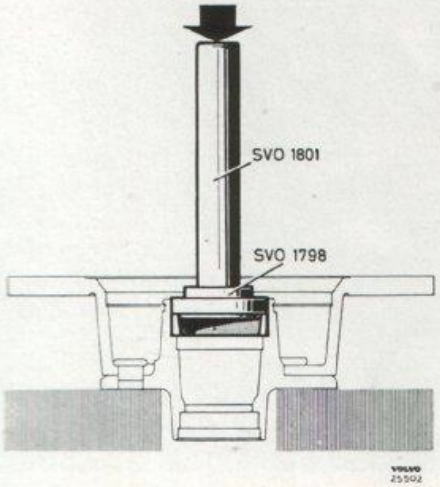
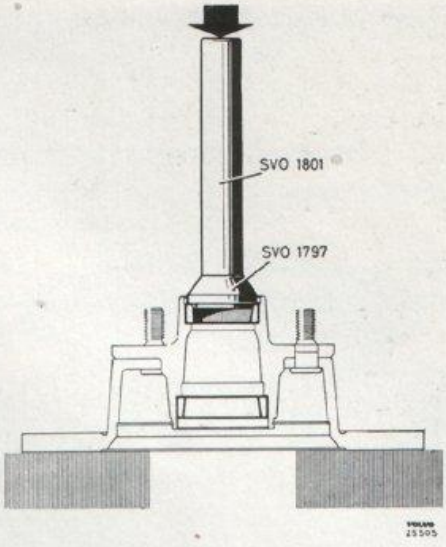

Bild 6-11. Montering av inre lagerring
Bild 6-12. Montering av yttre lagerring
7. Pressa i de nya lagerringarna. Förutom standardskaft SVO 1801 användes för inre lagrets ring dorn SVO 1798 (bild 6-11) och för yttre lagrets ring dorn SVO 1797 (bild 6-12).